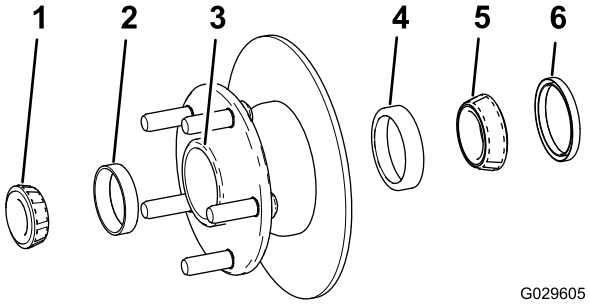

Figura 34
1. Rimuovete il cuscinetto esterno e il relativo anello dal mozzo (Figura 34).
2. Rimuovete la guarnizione, il cuscinetto interno e il relativo anello dal mozzo (Figura 34).
5. Pulite la cavità del mozzo da tutto il grasso, la sporcizia e i detriti (Figura 34).
7. Montate gli anelli dei cuscinetti interni ed esterni nel mozzo (Figura 34).
8. Riempite la cavità del mozzo per il 50%-80% di grasso specificato (Figura 34).
9. Montate il cuscinetto interno sull'anello sul lato interno del mozzo e montate la guarnizione (Figura 34).